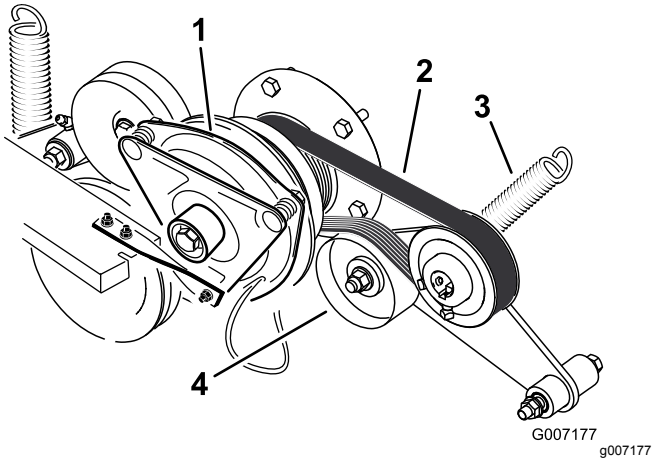

Figur 94
3. Ta bort fjädern från mellandrevsarmen (Figur 94).
4. Montera den nya remmen runt motorns och hydraulpumpens remskiva (Figur 94).
6. Montera fjädern på remskivearmen (Figur 94).